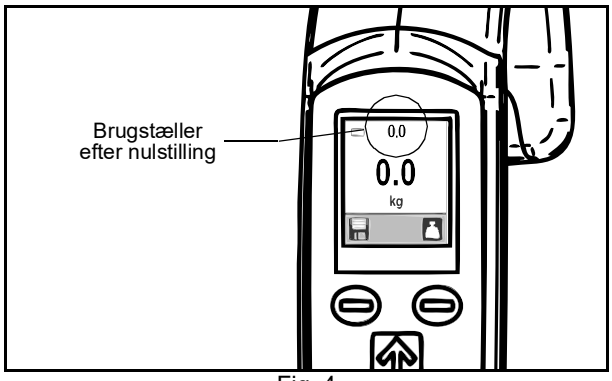

Fig. 4
5. Sluk for enheden ved brug af stopknappen. Når enheden tændes næste gang, vil cifrene for brugstælleren vise en nulværdi (se Fig. 4).